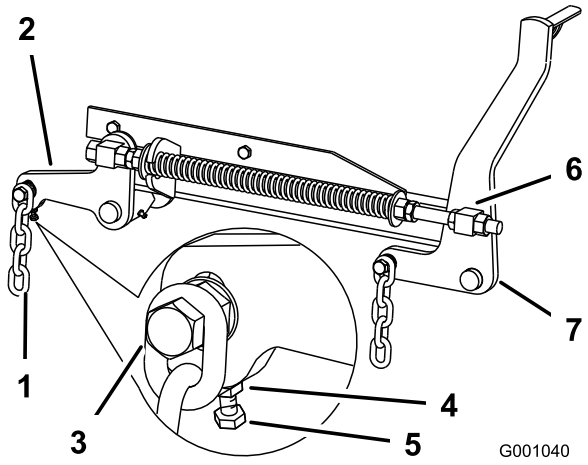

Figur 81
7. Om måtten vid punkt **B** eller **C** är felaktiga ska du lossa den bult som håller fast den bakre kedjan vid den bakre stödarmen (Figur 81).
8. Lossa kontramuttern under den bakre stödarmen och anpassa justerskruven så att du får ett mätvärde på 80–83 mm (Figur 81).
7. Lossa kontramuttrarna för de främre lekarna framtill på höger och vänster lekare ca 13 mm (Figur 81).
8. Justera lyftmuttrarna på både vänster och höger sida av maskinen så att du får en inställning som är 6 till 10 mm lägre fram vid punkt **A** än bak vid punkt **B** (Figur 81).